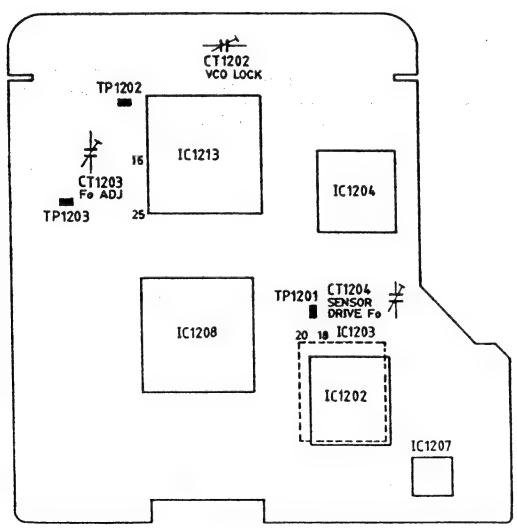

Abb. 4-6 Prozeß- (PC) Leiterplatte (Seite A)
(1) Bestätigung der Hilfsträgerfrequenz (Abb. 4-6)
(2) Bestätigung der VCO-Verriegelungsspannung (Abb. 4-6)
(3) Bestätigung der Sensorantriebsimpulsfrequenz (Abb. 4-6)
Den Kamerarecorder, die DSP-Vorrichtung, den Personal-Computer, die Stromversorgung usw. gemäß Abb. 4-6 anschließen.